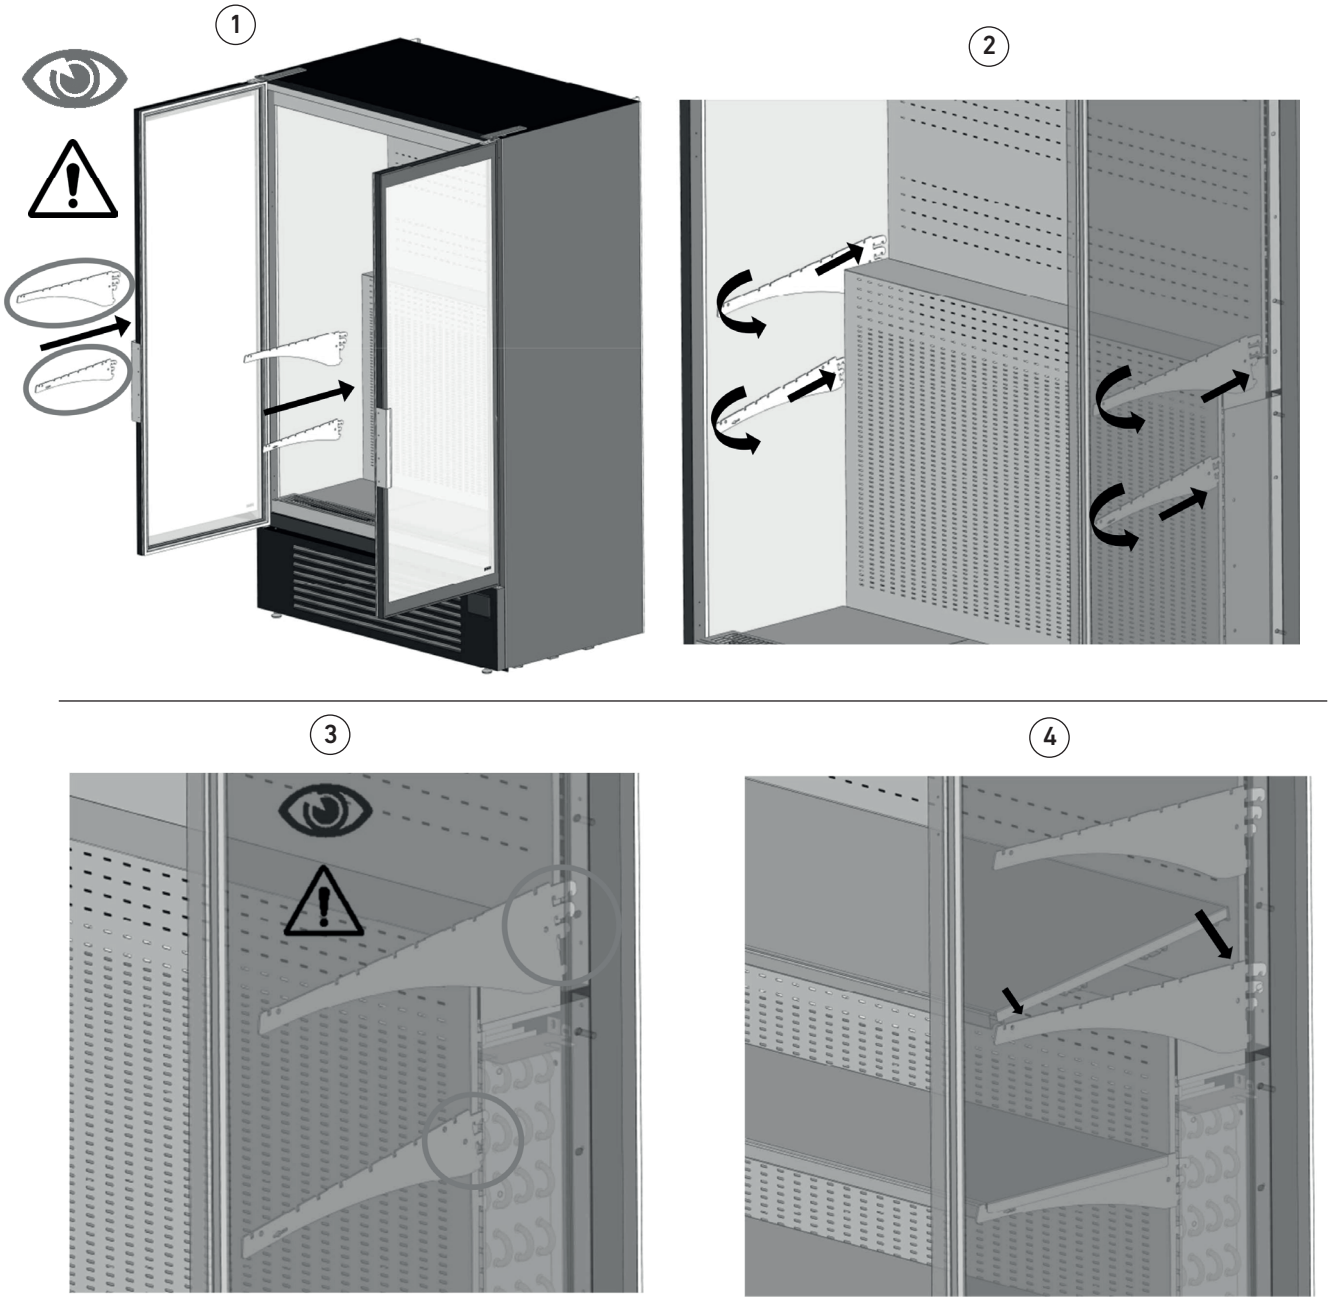

fig. 15
- For the correct insertion of the shelf supports, pay attention to the two types of support (large at the top of the internal step and small at the bottom (fig. 15 part. 1);
- Pull the shelf supports together with the notched side facing the back of the refrigerated chamber and slightly rotate the support downwards to facilitate the opening of the "teeth" in the appropriate seats (fig. 15 part. 2);
- Respect the heights indicated by the load limits of the shelves (fig. 15 part. 3);
- Once all the shelf supports have been placed, place the shelves on them as shown in Fig. 15 part. 4.